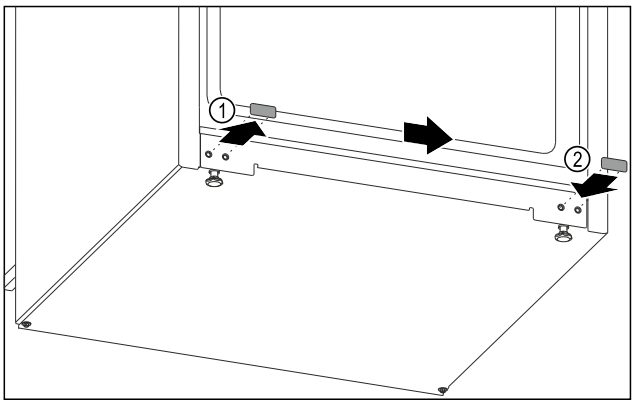

Fig. 10
- ▶ Izvelciet nosedzošo aizbāzni. *Fig. 10 (1)*
- ▶ Ievietojiet nosedzošo aizbāzni pretējā pusē. *Fig. 10 (2)*